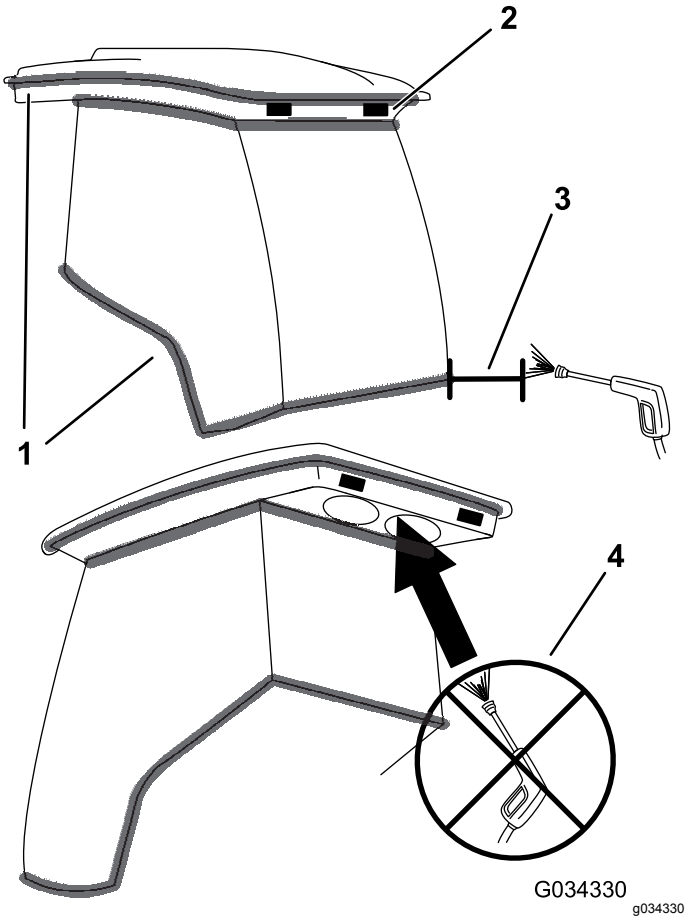

**Figuur 117**
***Belangrijk:*** **Wees voorzichtig in de buurt van afdichtingen en verlichting van de cabine (Figuur 117). Als u een hogedrukreiniger gebruikt, hou de spuitstok dan minstens 0,6 m van de machine vandaan. Richt de hogedrukreiniger niet rechtstreeks op de afdichtingen en verlichting van de cabine of onder de overhang aan de achterzijde.**